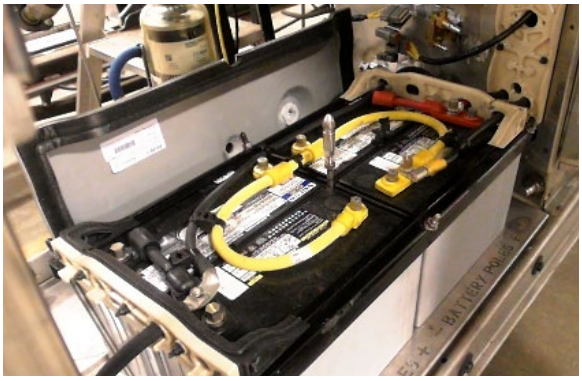

FIGURE 47: BATTERY BANK COVER REMOVED
1. Remove the battery bank cover and place behind the battery bank (FIGURE 47).